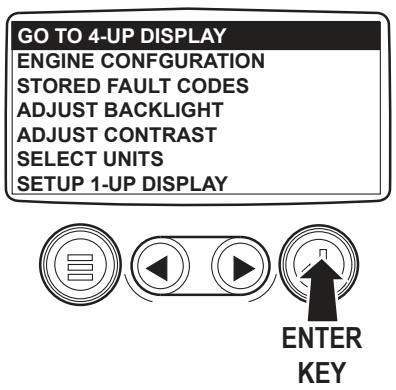

Figure 9 - Main Menu
3. To switch to the "4-Up Display", touch the Menu Key to display the first seven items of the Main Menu. See Figure 9.